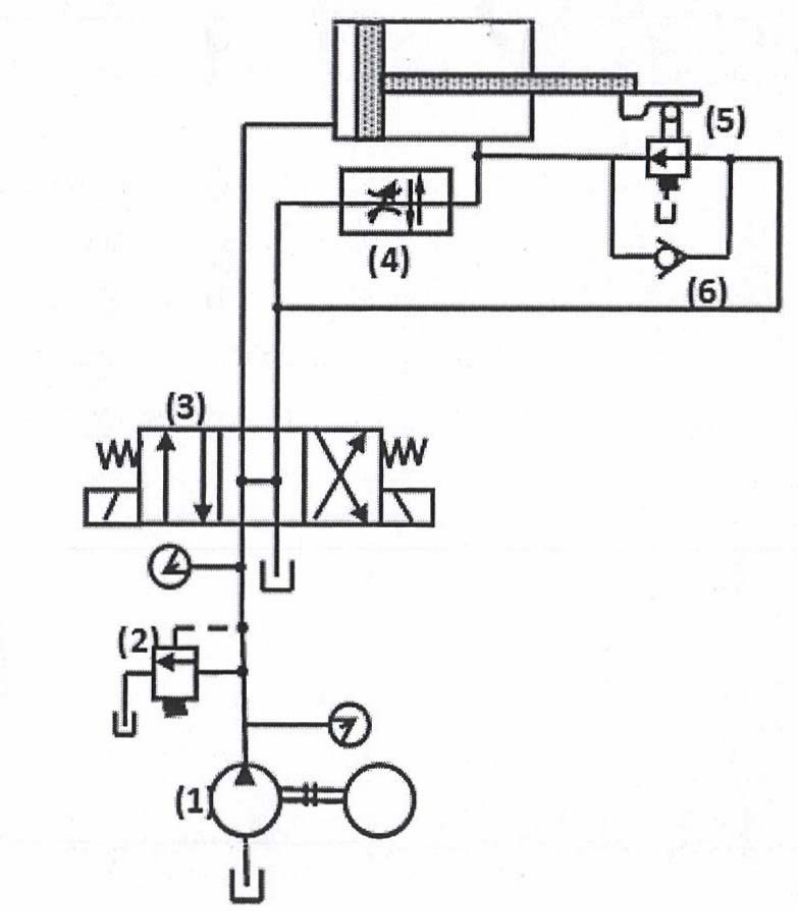

Fig. 8 (b)
b) Analyze the circuit shown in Fig 8(b). **[7]**